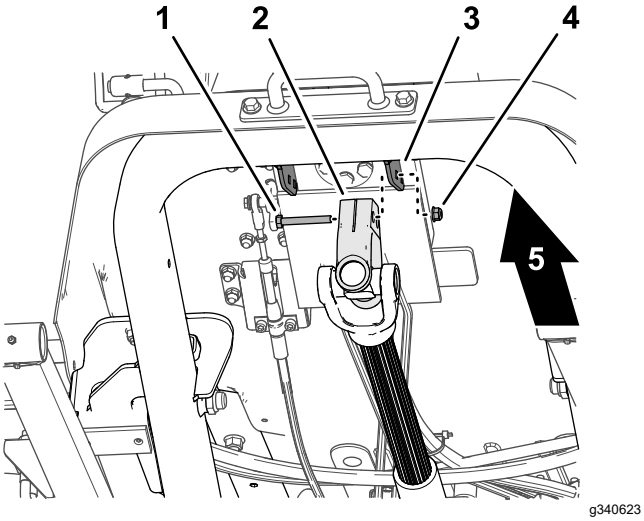

Рисунок 15
1. Удерживая ведущий вал, отверните колпачковый винт и контргайку, которые крепят вилку ведущего вала к монтажному кронштейну клапана рулевого управления (Рисунок 15), и осторожно опустите ведущий вал.